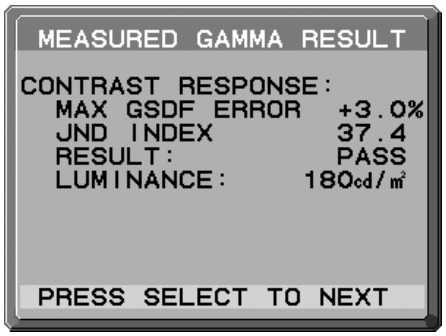

Abbildung D.2
4. Die Meldung GAMMA MEASURED RESULT (GAMMA-MESSUNG ERGEBNIS) (**Abbildung D.2**) wird angezeigt. Mit den Steuertasten können Sie das DATUM und die ZEIT einstellen. Drücken Sie anschließend SELECT.